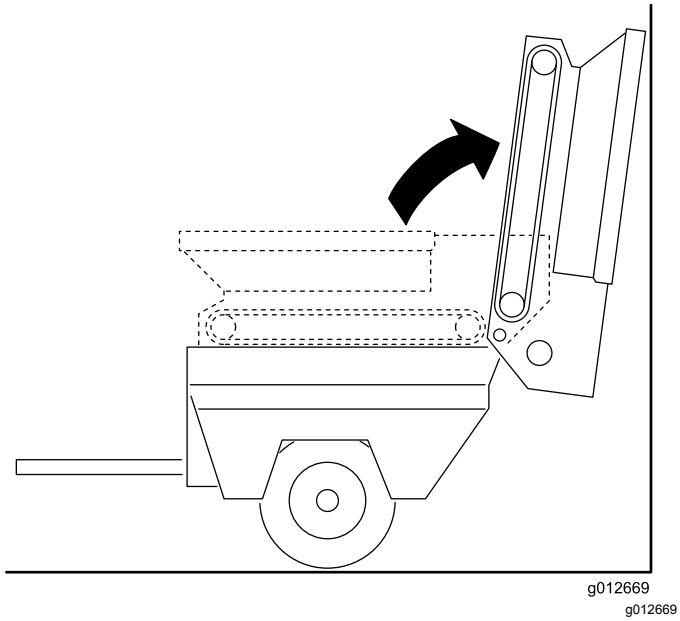

Figur 27
3. Drej tragtbeholderen bagud, og læn den mod en væg, stolpe, stige el.lign. (Figur 27).
Sørg for, at tragtbeholderen er drejet hen over midten og/eller er fastgjort til en væg eller stolpe for at forhindre den i at falde ned på arbejdsområdet ved et uheld (Figur 27).
3. Drej forsigtigt tragtbeholderen ned på gliderens stelvanger. Se Figur 27 i Afmontering af glideladet (side 24).